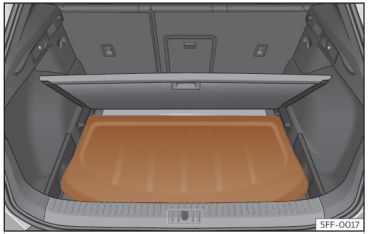

Fig. 178 En el maletero: colocación de la bandeja.
- Coloque la bandeja del maletero en el soporte previsto a tal efecto ››› **fig. 178**.